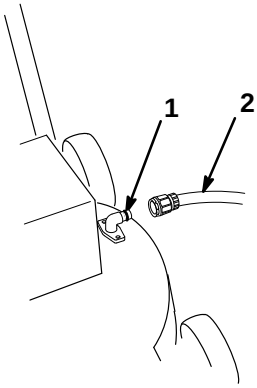

Afbeelding 18
2. Bevestig een snelkoppeling (los verkrijgbaar) aan het uiteinde van de tuinslag. Bevestig de snelkoppeling aan de wasaansluiting en draai de waterkraan helemaal open (Afb. 18).